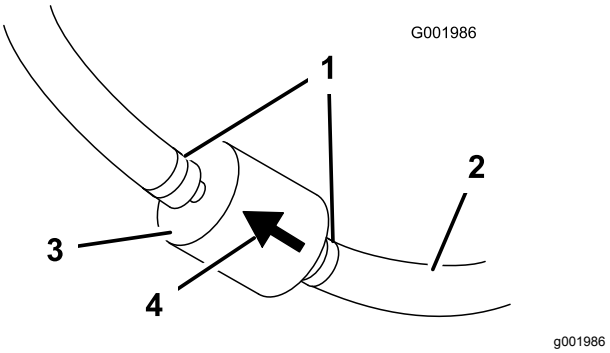

Figur 44
5. Klem slangeklemmernes ender sammen, og skub dem væk fra filteret (Figur 44).